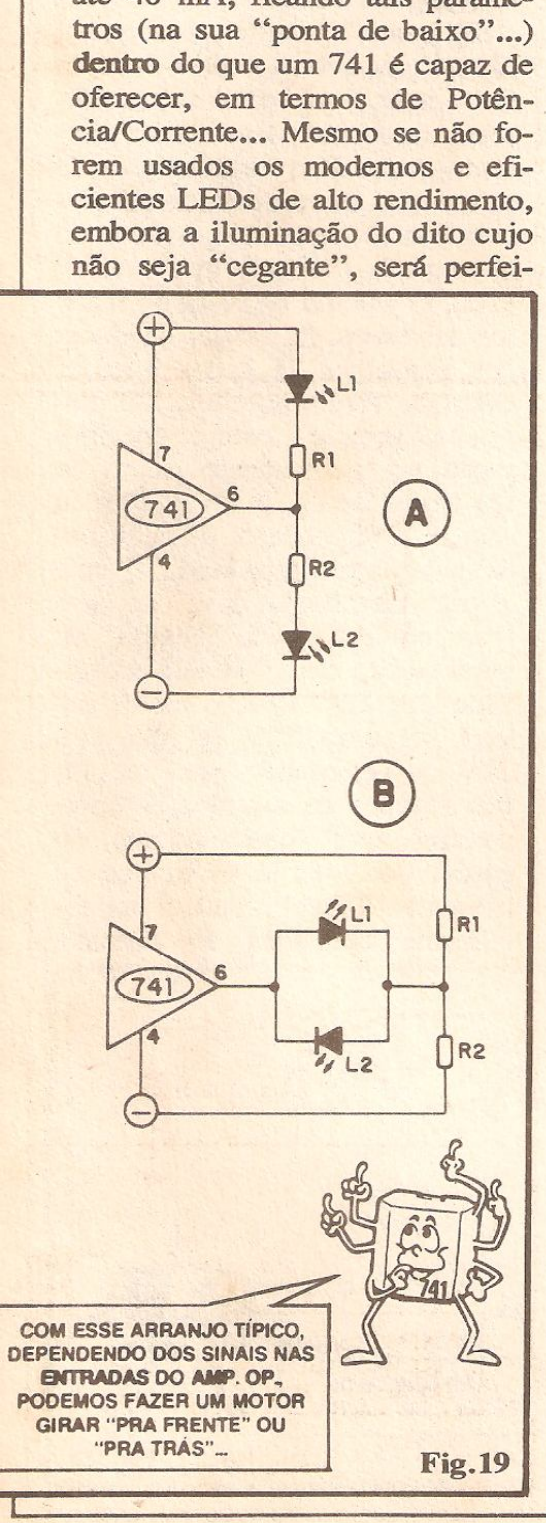

Fig.19
- **FIG. 19** - APROVEITANDO A BI-DIRECIONALIDADE DA SAÍDA DE UM AMP.OP. - Como a Tensão de Saída (pino 6) de um 741 pode excursionar desde cerca de 2V "acima" do negativo da alimentação geral, até cerca de 2V "abaixo" do positivo da dita alimentação, ou seja: é "bi-direcional" com relação ao "zero" central da alimentação (linha de "terra"...), podemos acionar dois LEDs num só arranjo, de modo que um deles acenda sob estado "alto" no pino 6 e outro acenda sob estado "baixo" na Saída! O arranjo mostrado em 19-A traduz, na prática, essa possibilidade... Cada um dos resistores (R1 e R2) deve ter seu valor calculado para promover 5 mA máximos nos respectivos LEDs, sob uma Tensão equivalente à **metade** da geral (uma "fatia" do **split**...). Dessa maneira, estando a Saída do 741 rigorosamente "zerada" (sob o Potencial nulo da linha de "terra", central da alimentação...), ambos os LEDs acenderão (os mais espertos logo notarão que o conjunto forma um excelente indicador para o ajuste do OFF SET, já explicado lá no começo da presente "Lição"...). Qualquer outra condição da Saída, que não seja o "zero" absoluto, promoverá o acendimento proporcional de um **ou** de outro LED (nunca mais de ambos...), dependendo unicamente da **polaridade** com que o sinal se manifesta na saída... Um interessante fenômeno também ocorre: a "soma" das luminosidades dos LEDs, num arranjo em que o ganho do 741 seja linear e controlado, será sempre **a mesma**, obedecendo, proporcionalmente, a seguinte "tabelinha":
No arranjo mostrado em 19-B temos uma interessante variação para o aproveitamento da Saída do 741 de forma bi-direcional , no acionamento de um par de LEDs... Nesse caso os LEDs ficam em "anti-paralelo", entre o pino 6 e a junção de dois resistores de igual valor, "empilhados" entre os extremos da linha de alimentação... Assim, quando a saída do 741 (pino 6) "tender" para o positivo, o LED L1 será "favorecido" (com o auxílio, no percurso da Corrente, de R2), enquanto que o LED L2 receberá o seu fluxo de Corrente (via R1) quando o pino 6 "tender" para o negativo, guardando a mesma proporcionalidade mútua já explicada quanto ao arranjo da fig. 19-A... Como geramos um "terra falso", um "zero" específico para o par de LEDs (a junção dos dois resistores de ideal valor...), essa configuração é aplicável, inclusive, à alimentação **não dividida** (ou "falsamente" dividida, conforme sugerimos nas figs. 5-A e 5-B...).